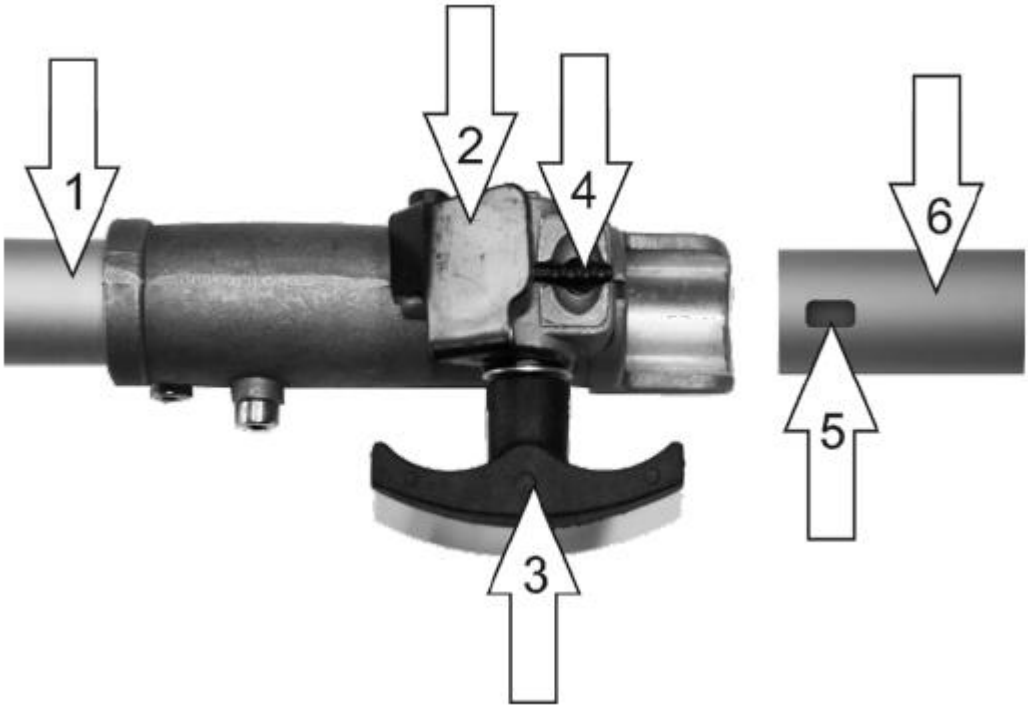

Rys. 3
1. Poluzuj nakrętkę motylkową złącza mocującego (Rys. 3, poz. 3) na zespole napędowym/ na rurze (Rys. 3, poz. 1).
2. Następnie zamontuj przystawkę (Rys. 3, poz. 6) do rury (Rys. 3, poz. 1). Kołek zabezpieczający (Rys. 3, poz. 4) musi wsunąć się (usłyszysz kliknięcie) do otworu mocującego (Rys. 3, poz. 5).
3. Dociśnij pokrywę zabezpieczającą (Rys. 3, poz. 2), aby zablokować sworzeń zabezpieczający (Rys. 3, poz. 4) i dokręć nakrętkę motylkową (Rys. 3, poz. 3).
2. Otwórz pokrywę zabezpieczającą (Rys. 3, poz. 2), aby zwolnić kołek zabezpieczający (Rys. 3, poz. 4).
3. Naciśnij obszar pofałdowania kołka zabezpieczającego/ agrafki (Rys. 3, poz. 4) i wyciągnij osprzęt (Rys. 3, poz. 6) z rury obracając przystawkę raz w prawo raz w lewo.